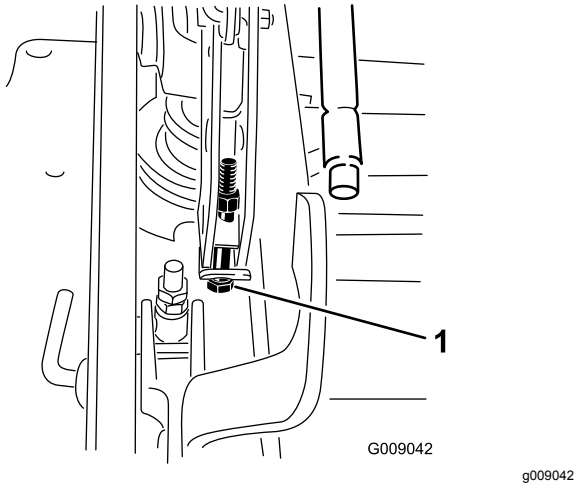

Figur 100
13. Om däcket är för lågt drar du åt enkelpunktjusteringsskruven genom att vrida den medurs. Om däcket är för högt lossar du på enkelpunktjusteringsskruven genom att vrida den moturs (Figur 100).